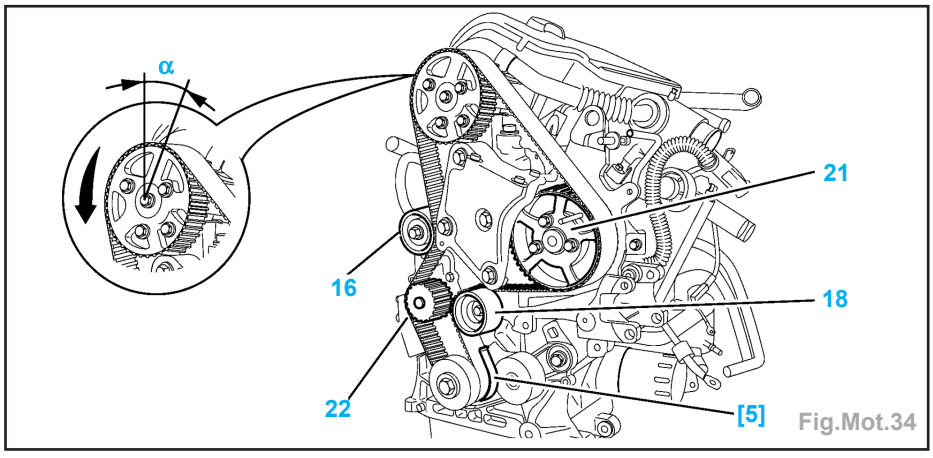

Fig.Mot.34
- Tourner les 2 poulies (20) et (21) dans le sens horaire jusqu'en butée à fond de boutonnières.
- vilebrequin (immobiliser la courroie à l'aide de l'outil [5]) (Fig.Mot.34),
- galet-enrouleur (18).
- Plaquer la courroie de distribution sur la poulie (21).